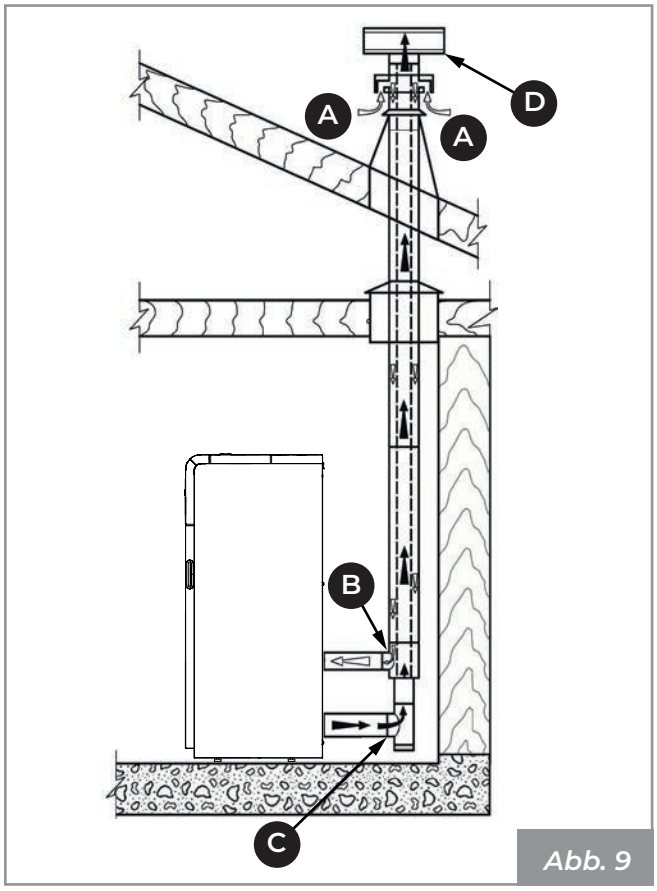
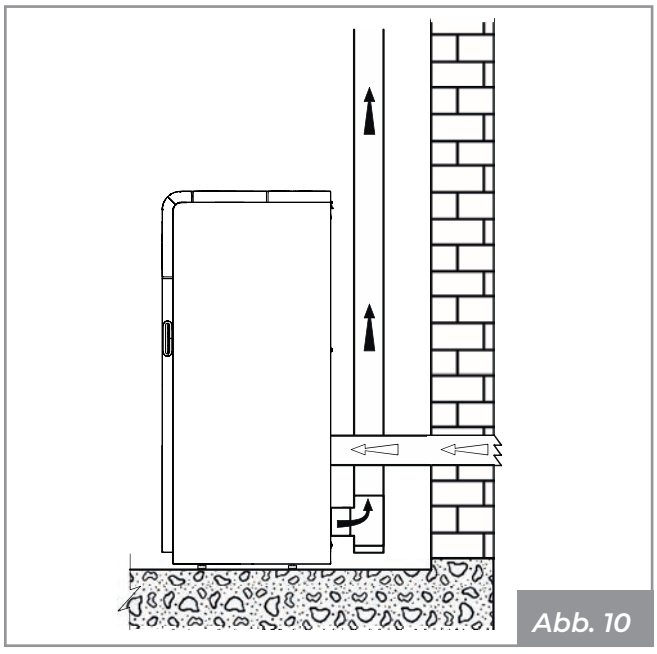

Abb. 9
Abb. 10
- direkt von außen mit direktem Anschluss an die Brennkammer kommen (**Abb. 9** - **Abb. 10**).
- Ableitung der Verbrennungsluft mit Hilfe eines koaxialen Abgasrohrs für den Abzug der Abgase und den Lufteintritt (**Abb. 9 - A, B** = Lufteinlass, **C, D** = Abgasauslass); daher ist es nicht notwendig, einen klassischen Lufteinlass in den Raum vorzunehmen;
- den Verbrennungslufteinlass des Geräts mit einem geeigneten Kanal (**Abb. 10**). an den Lufteinlass anschließen.